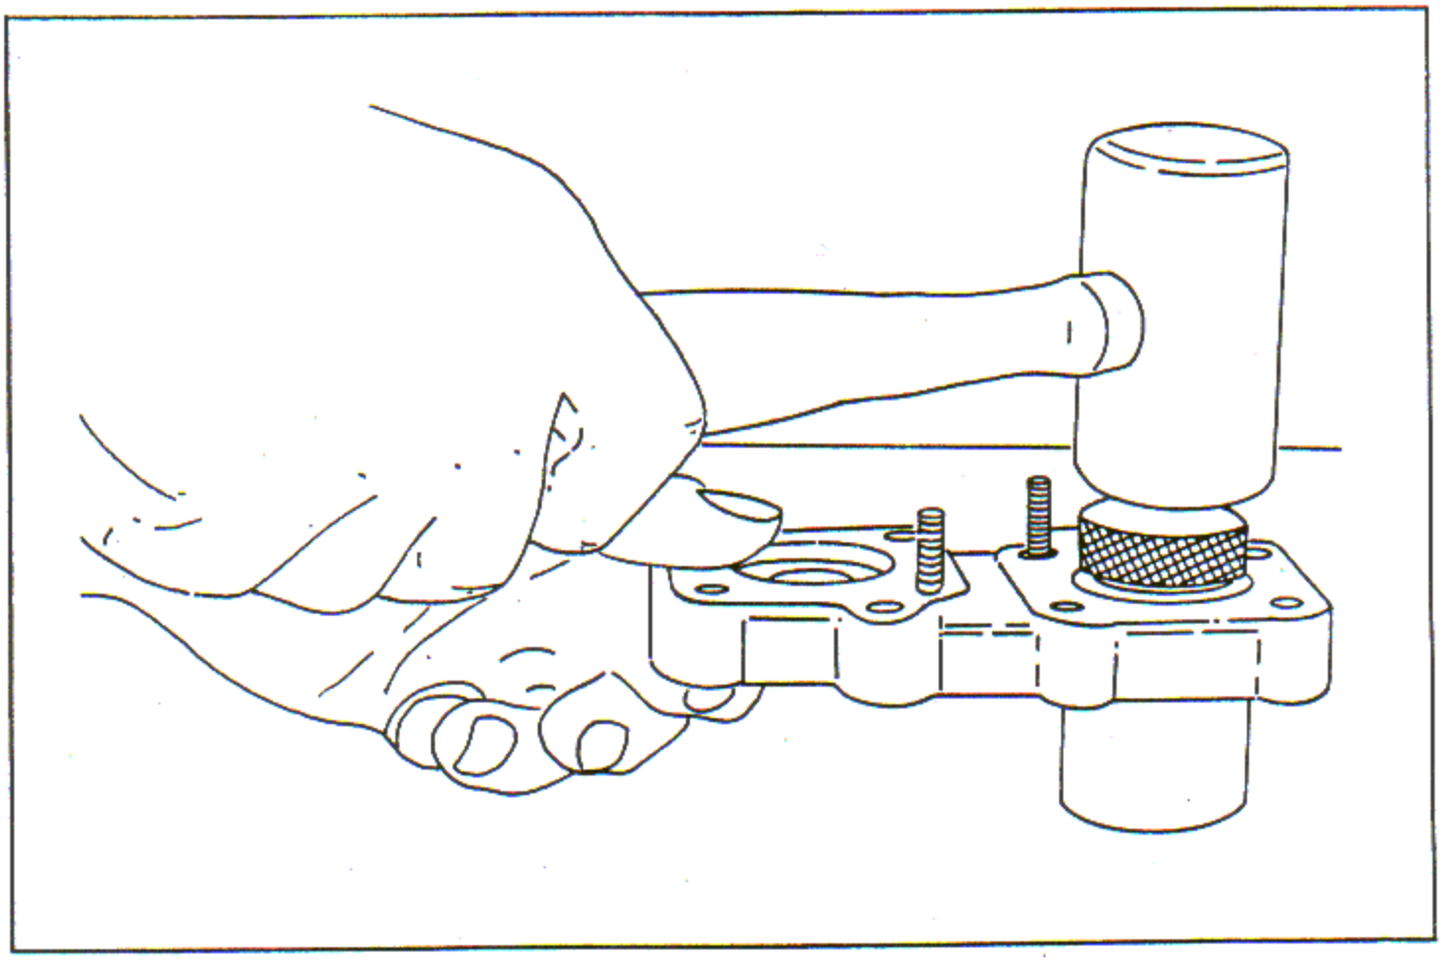

Figure 7-47. Installing Tachometer Drive Shaft Oil Seal
i. Install the two oil seals in the tachometer drive shaft housing cover. The oil seal installing tool A consists of plug and a base. Place the base with the counterbored end up on a bench. Hold the housing cover with the front down on the base, place a seal, metal side up, on the cover and insert the plug of the tool through the seal and cover into the base. Use a mallet or arbor press to press the seal into the cover. See figure 7-47.